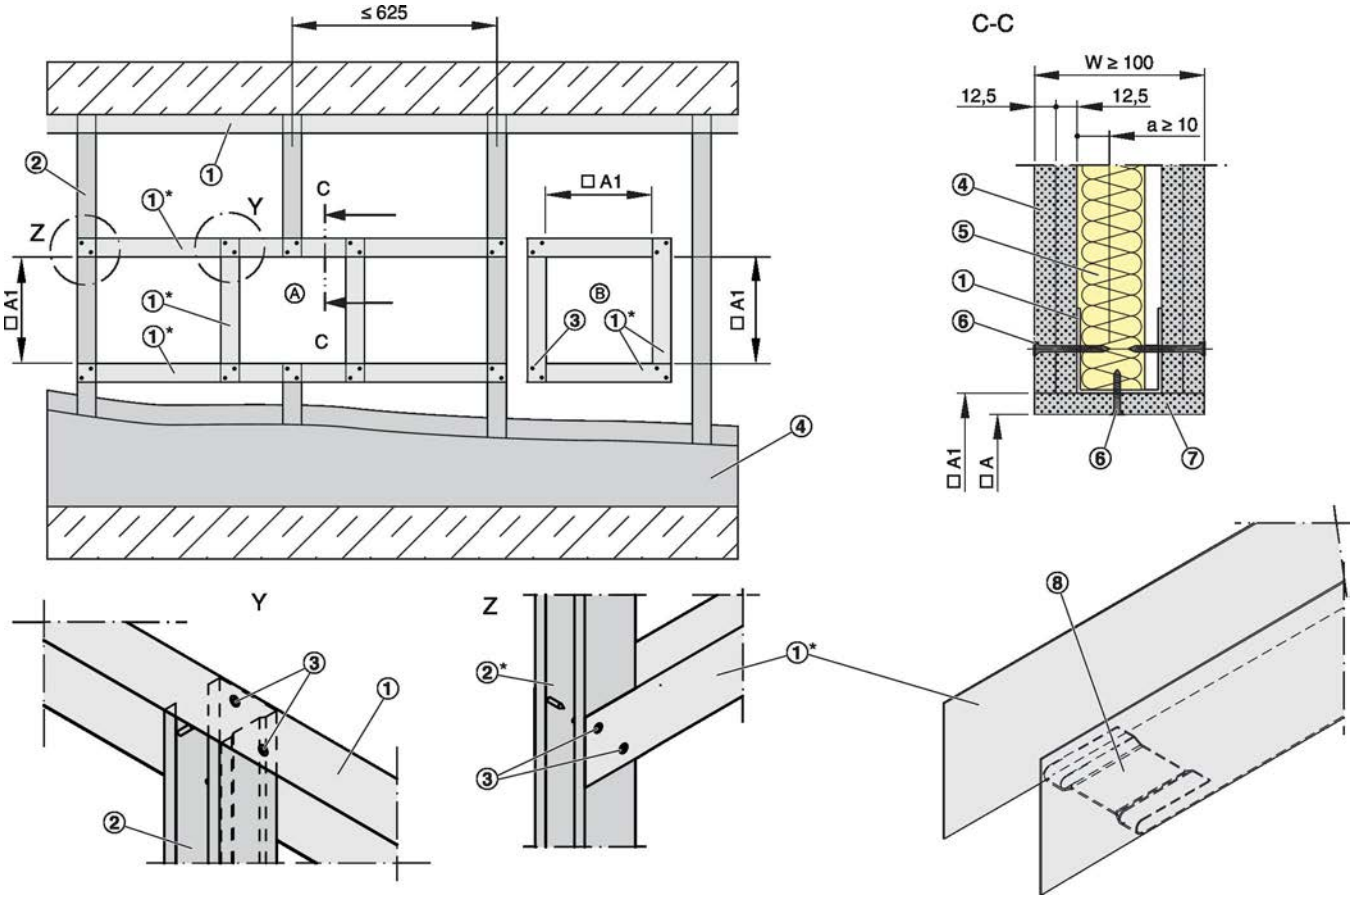

Afb. 8: Flexibele wand met metalen profiel en tweezijdige beplating
- Lichte scheidingswand volgens opgave van de fabrikant plaatsen, en de inbouwopening maken, zie Afb. 8